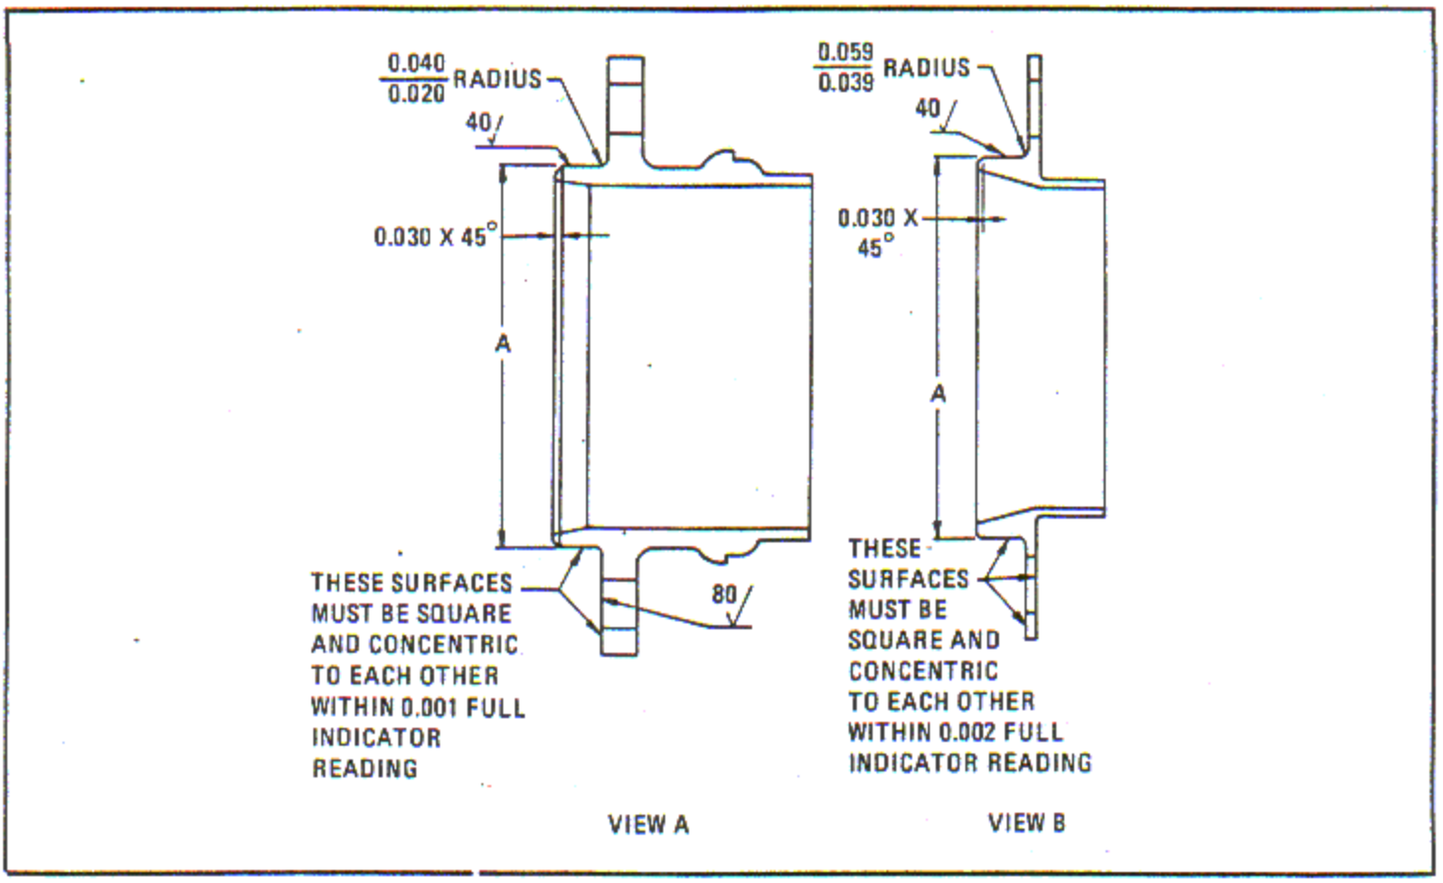

Figure 6-174. Cylinder Exhaust Port Connector or Sleeve Machining Limits
a. Place a selected oversize connector or sleeve in the chuck of a suitable engine lathe. See figure 6-174.